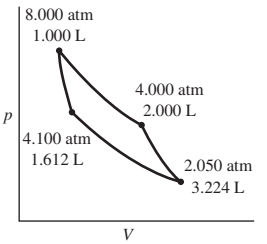

FIGURE 19.23 Problem 42
42. A 0.20-mol sample of an ideal gas goes through the Carnot cycle of Fig. 19.23. Calculate (a) the heat Q_h absorbed, (b) the heat Q_c rejected, and (c) the work done. (d) Use these quantities to determine the efficiency. (e) Find the maximum and minimum temperatures, and show explicitly that the efficiency as defined in Equation 19.1 is equal to the Carnot efficiency of Equation 19.3.